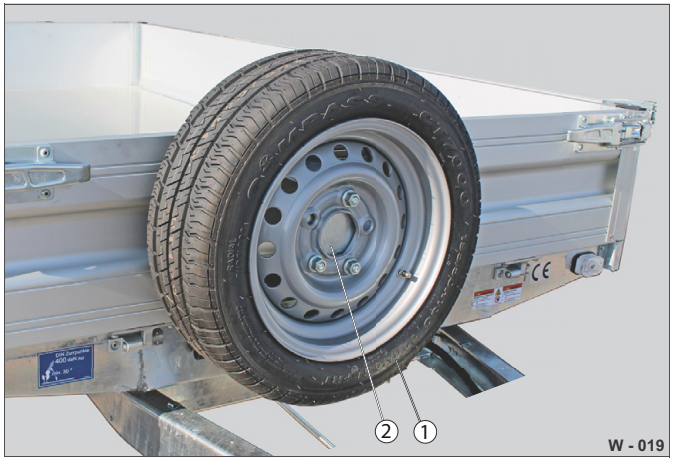

Abb. 21 Příklad: Rezervní kolo na bočnici
▶ Překontrolujte pevné usazení šroubových spojů (Abb. 22/3) držáku rezervního kola (Abb. 21/2).